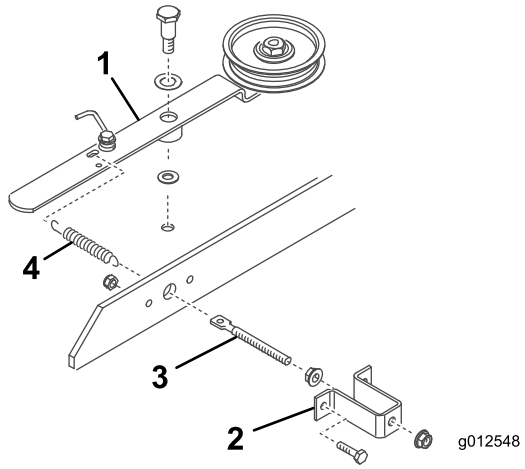

Figura 20
3. Pase una tuerca con arandela prensada (5/16-18") unas 5 cm en la varilla roscada (Figura 20).
4. Inserte el extremo de la varilla roscada a través del gran orificio en el soporte del muelle y sujételo provisionalmente con otra tuerca con arandela prensada (5/16-18") (Figura 20). No apriete las tuercas con arandela prensada.
5. Inserte el otro extremo de la varilla roscada a través del orificio en la barra de puente y sujete el soporte del muelle con el puente con 2 pernos y contratuercas (Figura 20).
6. Enganche el bucle corto del muelle en el orificio de la varilla roscada y el bucle largo en el orificio del brazo tensor (Figura 20).
7. Monte el brazo de la polea tensora en la carcasa con las siguientes partes en este orden: un tornillo de giro (3/8-16"), una arandela de empuje (1/2"), el brazo tensor, una arandela de empuje (3/8"), la carcasa y una contratuerca (3/8-16") (Figura 20). (No apriete las tuercas con arandela prensada en la varilla roscada ahora. Ajuste la tensión del muelle una vez haya instalado el conjunto del soplador y la polea.)